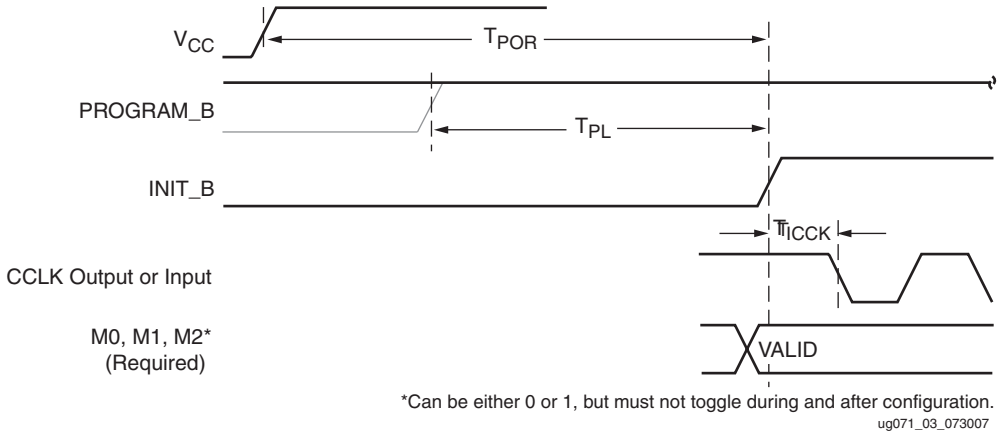

Figure 1-3: **Device Power-Up Timing**
Configuration memory is cleared sequentially any time the device is powered up, when the PROGRAM_B pin is pulsed Low, or when the JTAG JPROGRAM instruction is used. During this time, I/Os are placed in a high-Z state except for the dedicated Configuration and JTAG pins. INIT_B is held Low by the device during initialization, then released after T_{POR} (Figure 1-3.) If the INIT_B pin is held Low externally, the device waits at this point in the initialization process until the pin is released.
- The first is to hold the INIT_B pin Low during initialization (Figure 1-3). This method only works if INIT_B is prevented from going High. After INIT_B goes High, configuration cannot be delayed by subsequently pulling INIT_B Low.